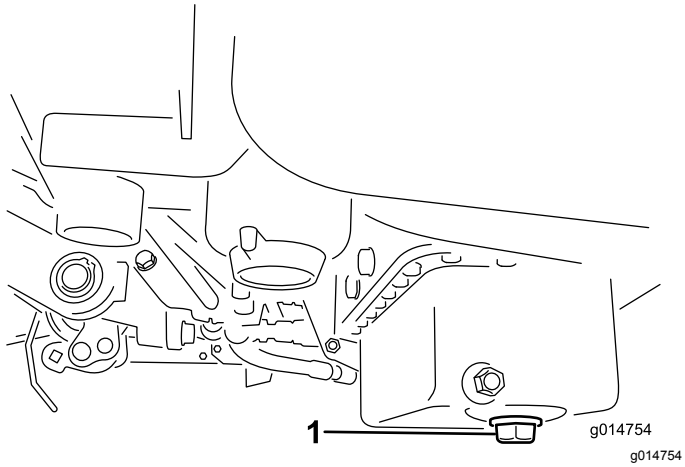

Rysunek 40
1. Odkręć korek spustowy i spuść olej do miski drenażowej. Zakręć korek, gdy olej przestanie wyciekać (Rysunek 40).